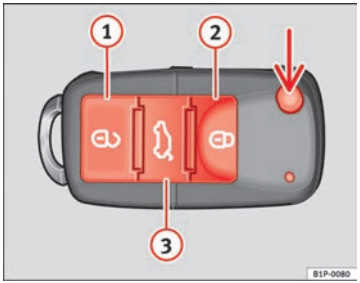

Fig. 64 Assignment of buttons on the remote control key
Using the button ⇒ Fig. 64 (arrow) on the control, the key blade is released.
Unlocking the vehicle 🔓 ⇒ Fig. 64 ①.
Locking the vehicle 🔒 ⇒ Fig. 64 ②.
Unlocking the rear lid. Press button ⇒ Fig. 64 ③ until all the turn signals on the vehicle flash briefly. When the unlocking button ③ is pressed, you have 2 minutes to open the door. Once this time has passed, it will lock again.
Also, the battery indicator on the key ⇒ Fig. 64, will flash.
When the button 🔓 ⇒ Fig. 64 ①, is pressed once, the driver door is unlocked, all others remain locked.
Press the button 🔓 ⇒ Fig. 64 ① twice to unlock all doors. ▶
– Press the 🔓 ⇒ Fig. 64 button on the remote control.